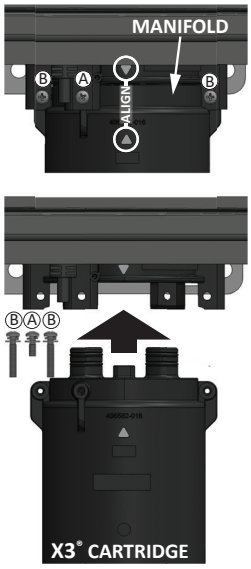

Figure 37 - X3® Cartridge Installation
NOTICE: The X3® cartridge is keyed to only install in one direction. Align the ▲ on the X3® cartridge with the ▼ on the manifold (the bypass cartridge is not keyed and will install in either direction). When inserting the X3® cartridge, push up until the screw holes align. Some resistance is normal. See Figure 37 for reference.
4. Remove the two Ⓑ screws and the one Ⓐ screw securing the X3® Cartridge to the manifold located on the underside of the water heater cabinet. Set the screws aside in a safe place for re-installation. Note the order of the screws when removing them. Reference Figure 37.